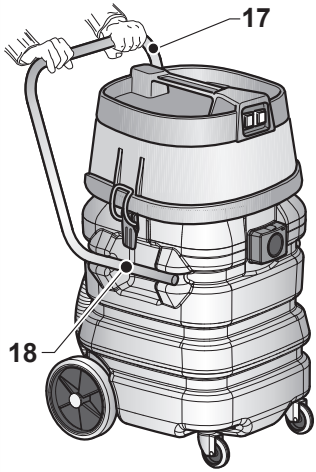

Fig. 11
- L'appareil est équipé de roues et peut être poussé à travers la poignée (17 Fig. 11).
- Son levage doit être effectué par deux personnes à l'aide des poignées (18 Fig. 11) présentes dans la partie inférieure du manche.